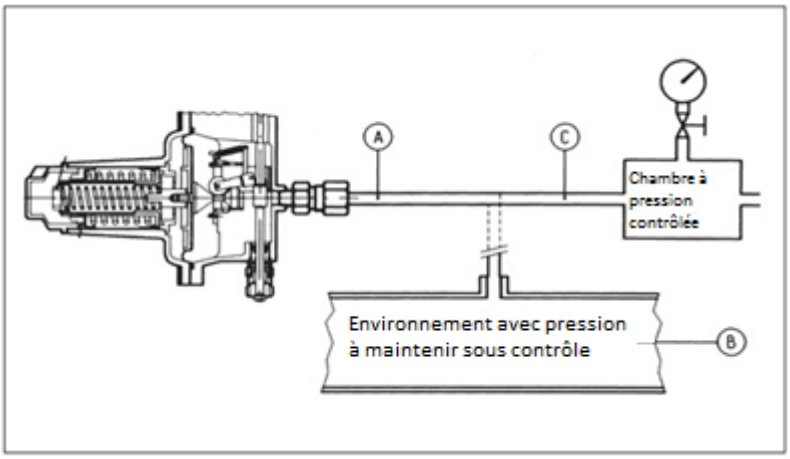

Figure 20
B) Sur les appareils sans la vanne "push" (fig. 20) nous recommandons de connecter séparément la tête de commande à une pression auxiliaire contrôlée et répéter les opérations décrites ci-dessus.